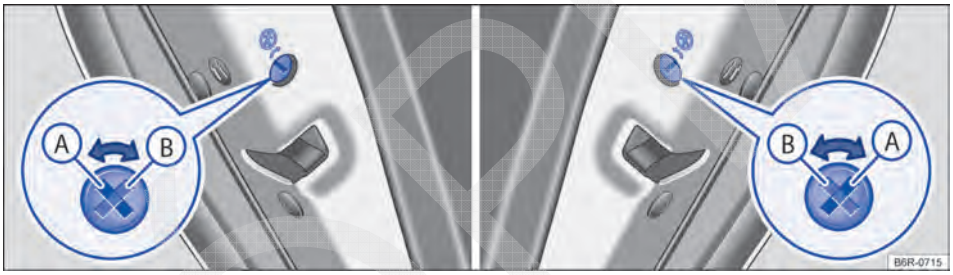

Fig. 57 Nas portas traseiras: trava de segurança para crianças Ⓐ desacionada, Ⓑ acionada.
– Introduzir a haste da chave na ranhura da trava de segurança para crianças para acionar ou desacionar → Fig. 57.
Posição da ranhura → Fig. 57: